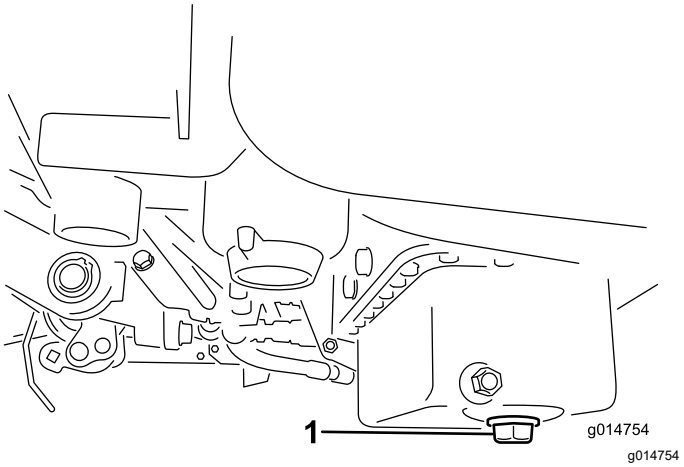

Figur 34
1. Fjern aftapningsproppen, og lad olien løbe ned i en bakke. Monter aftapningsproppen igen, når olien holder op med at løbe (Figur 34).